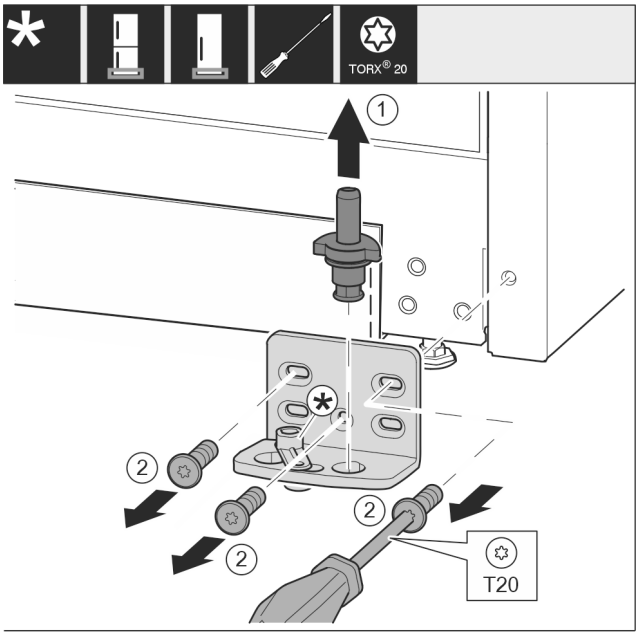

*Fig. 44 **
- ▶ Lagerbolzen *Fig. 44 (1)* komplett nach oben herausziehen.*
- ▶ Schrauben *Fig. 44 (2)* mit Schraubendreher herausdrehen und Lagerbock abnehmen.*